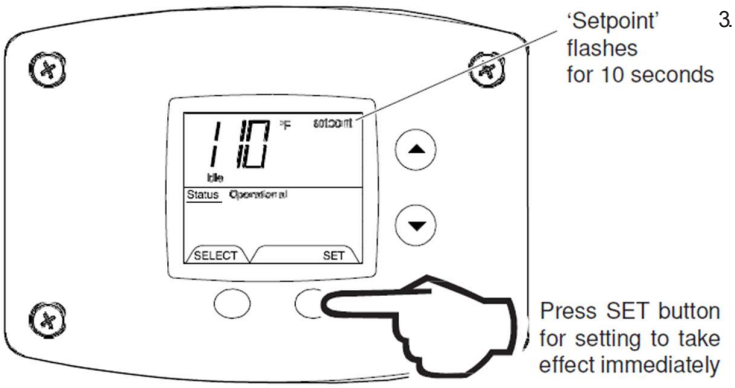

Fig. 26
3. Press ‘SET’ button for new setting to take effect immediately. ‘Setpoint’ will stop flashing. If the ‘SET’ button is not pressed, the new temperature setting will take effect in approximately 10 seconds (Fig. 26).